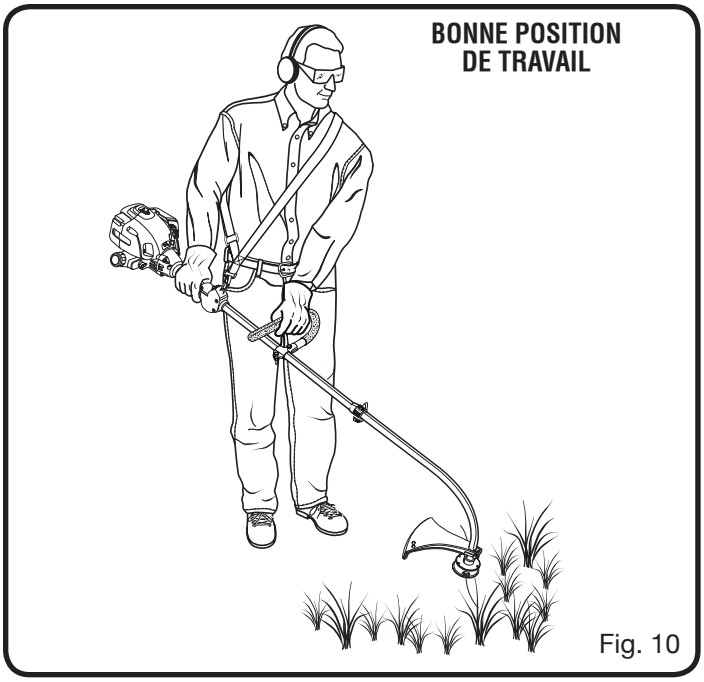

Fig. 10
Voir la figure 10.
- Éviter les surfaces très chaudes en maintenant toujours l'outil à l'écart du corps. (Position de travail correcte illustrée à la figure 10.)